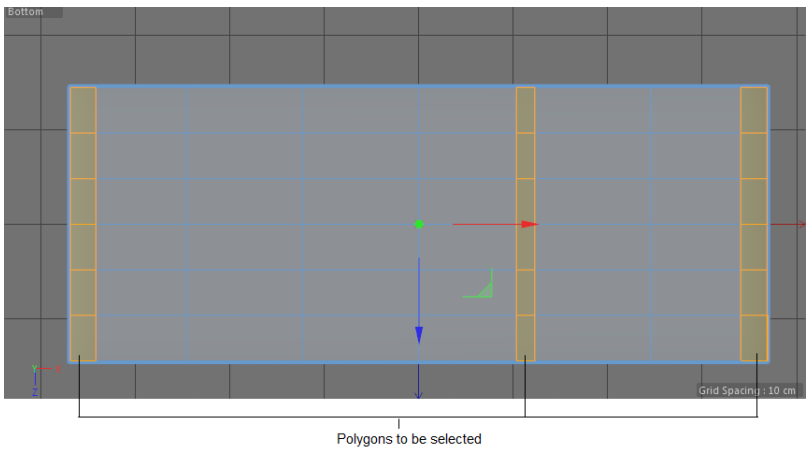

Figure 3-81 *The selected polygons of Computer table*
7. Choose the **Polygons** tool from the Modes Palette; the *Computer table* is displayed in the polygon mode. Choose **Cameras > Bottom** from the Menu in editor view; the Bottom viewport is maximized. Choose the **Live Selection** tool from the Command Palette and make sure that the **Only Select Visible Elements** check box is selected. Next, enter **1** in the **Radius** spinner. Now, select the polygons of *Computer table*, as shown in Figure 3-81, using the **Live Selection** tool and the SHIFT key.